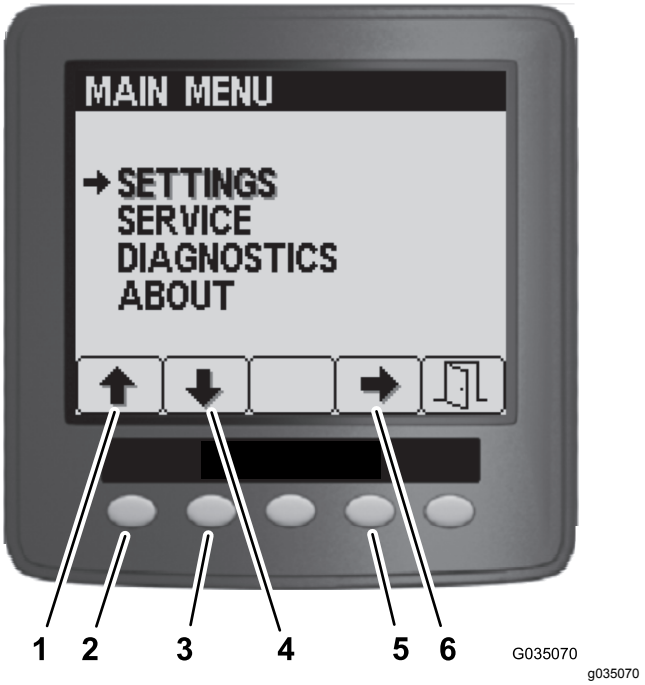

Figur 100
3. På hovedmenyen trykker du på knapp 1 eller 2 til Innstillinger er uthevet og trykk på knapp 4 for å navigere til Innstillinger-menyen (Figur 100).